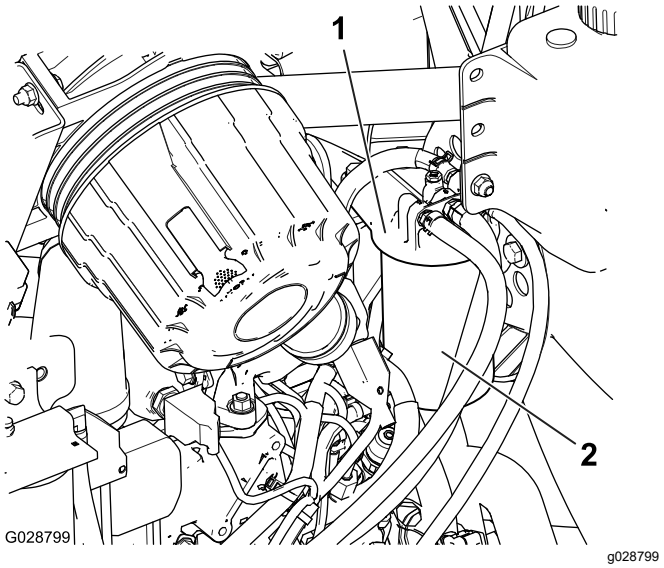

**Figuur 96**
1. Maak de omgeving van de kop van het brandstoffilter schoon (Figuur 96).
2. Verwijder het filter en reinig het filterkopplaatsingsoppervlak (Figuur 96).